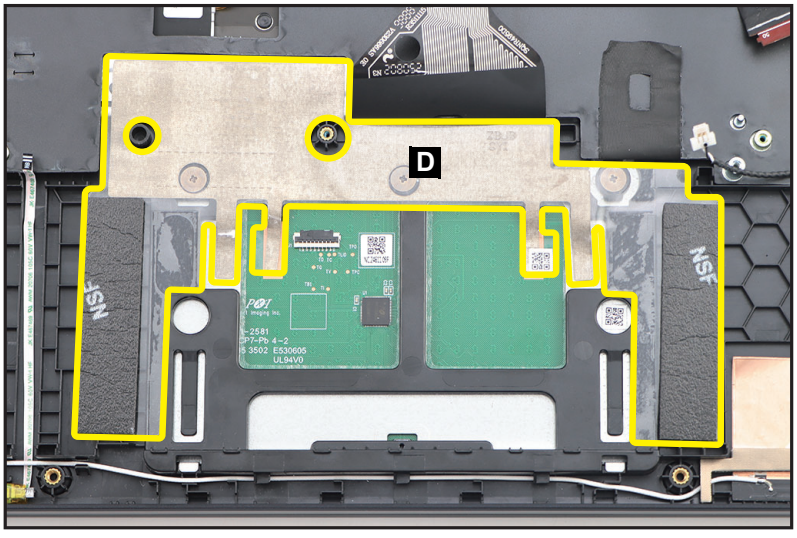

Figure 1-48. Touchpad Module Removal
3. Lift and hold the mylar and keyboard FPC. Then detach the conductive tape with mylar (D) from the touchpad module and top assembly (Figure 1-48).